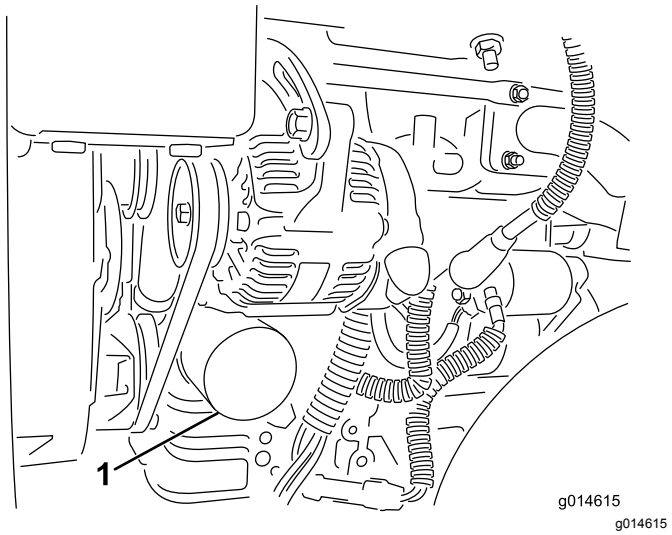

Figur 44
2. Avlägsna oljefiltret (Figur 44). Stryk på ett tunt lager ren olja på den nya filterpackningen.